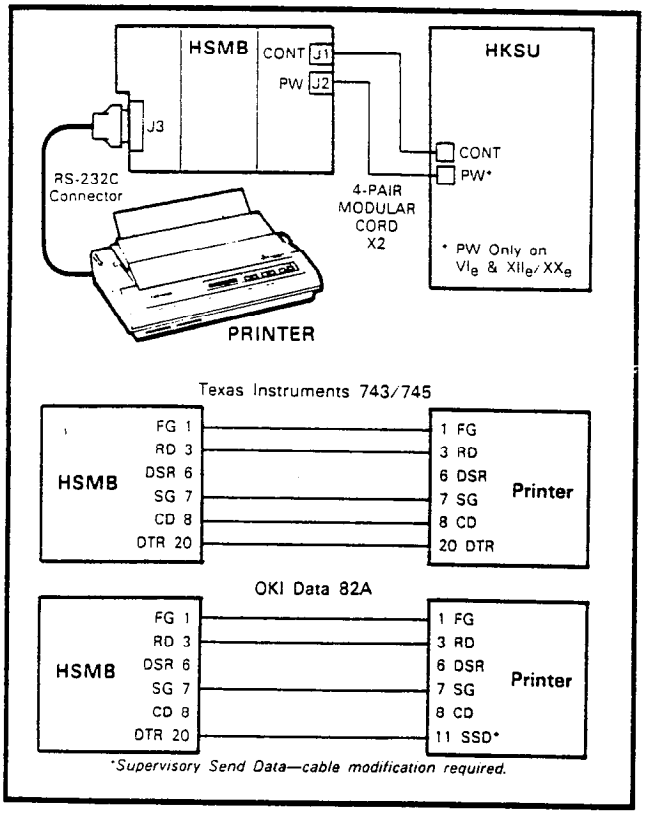

FIGURE 35—HSMB/PRINTER CABLING
09.63 Cabling: The HSMB must be installed within 17' of the HKSU (a 7' cord is provided with the module), and connected by an 8-wire modular cable. Connect the modular cable from **J1** (CONT) on the HSMB to the **CONT** connector on the HKSU. The RS-232C printer connector is installed at **J3** on the HSMB. Connect **FG** on the HSMB and the HKSU. Figure 35 shows the detailed connections for the printers listed above. Verify that the RS-232C output cable is connected to the PCB with the proper pinout connections (A or B). Printer types known to be compatible with these systems are: